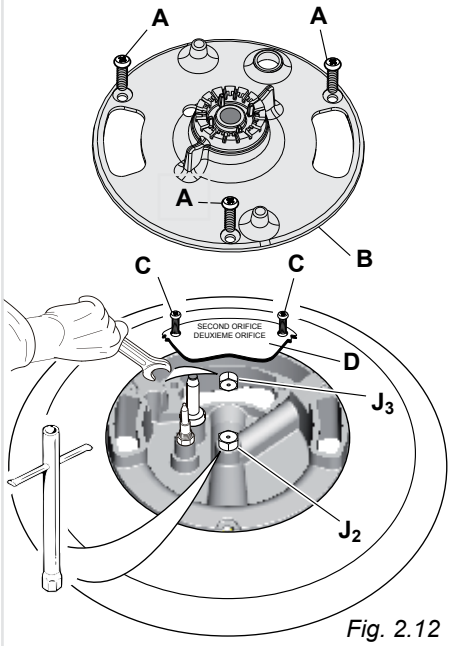

Fig. 2.12
(*) inner crown ("J_2" in figure 2.12)
(#) outer crown ("J_3" in figure 2.12)
- Dual burner only (fig. 2.12): Unscrew the no.3 fixing screws "**A**" and remove the inner crown flame spreader "**B**"; then unscrew the no.2 fixing screws "**C**" and remove the cover plate "**D**".
- Dual burner only (fig. 2.12): Refit the cover plate "**D**" and screw the no.2 fixing screws "**C**"; then refit the inner crown flame spreader "**B**" and screw the no.3 fixing screws "**A**"